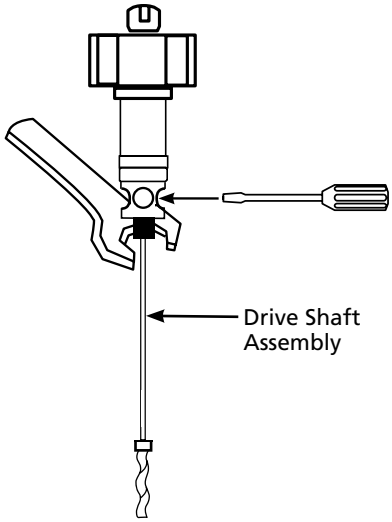

Figure 8
8. Insert a small screwdriver (or similar object) through the small hole on the shaft located inside the mechanical seal inspection port (see Figure 8, page 15).
9. While holding the small shaft still, loosen (counterclockwise) the pump drive shaft with large wrench. (see Figure 8, page 15).
5. Thread drive shaft onto bearing housing shaft (see Figure 8, page 15).